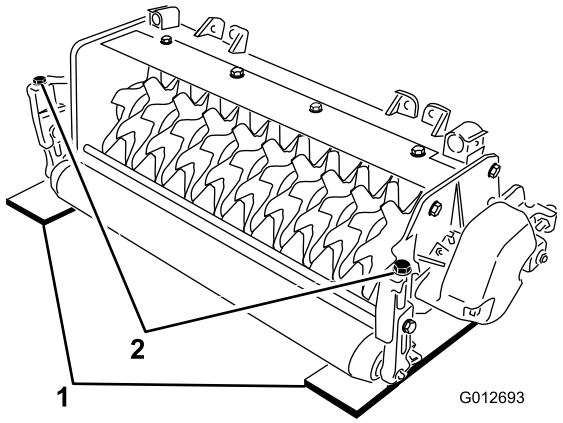

Figur 4
2. Under den främre och bakre rullen på vertikalklipparcylindern (i båda ändar av cylindern) placerar du två mätstänger som är lika långa som det djup du önskar att knivarna tränger ner under markytan (Figur 4).
3. Vrid justeringsbulten på båda klipphöjdsfästena (Figur 4) så att cylinderknivarna kommer i kontakt med den plana ytan i båda ändar.